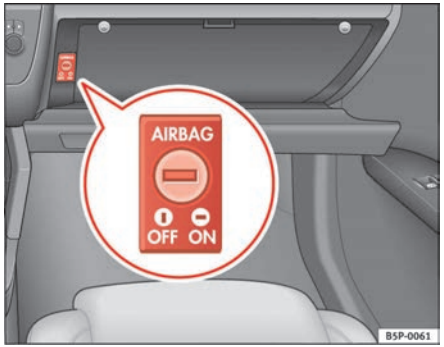

Fig. 26 In the glovebox: key for enabling and disabling front passenger airbag
– Turn the ignition switch in the key operated switch in the glove box to the position **OFF** ⇒ fig. 26.
– Turn the ignition switch in the key-operated switch in the glove box to the position **ON** ⇒ fig. 26.